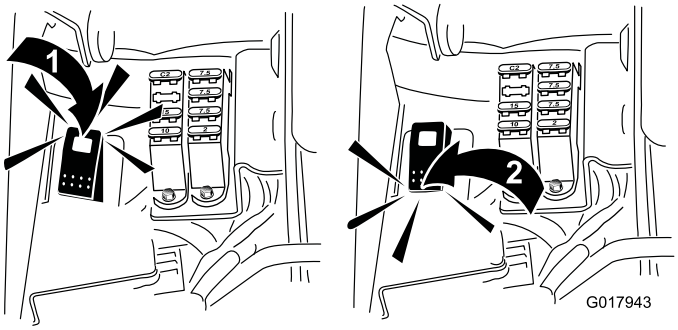

**Figur 57**
5. Drei slipespaken til reversstilling (R) (Figur 57).